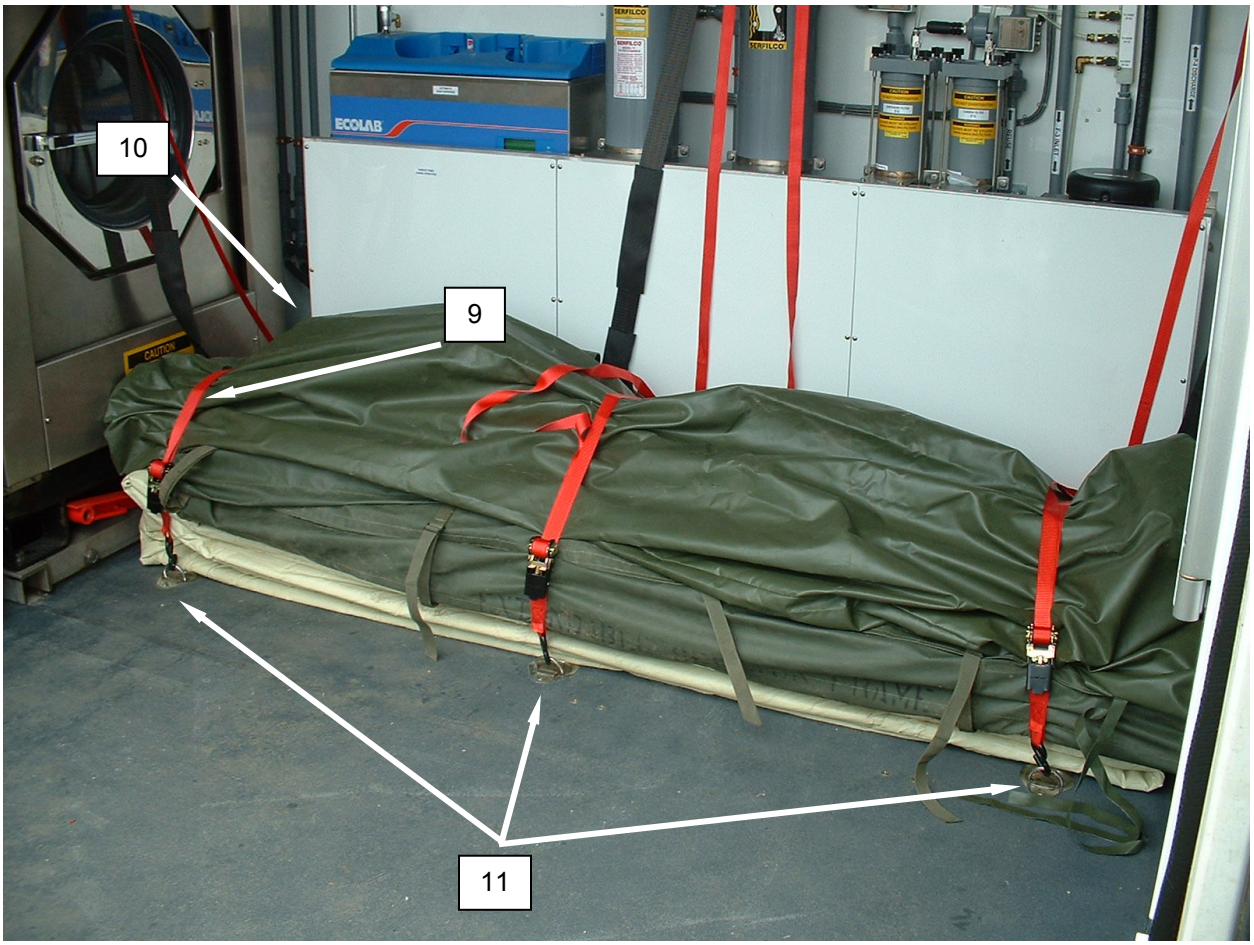

Figure 9. Securing the Straps for Minimum Packout.
13. Place the remaining TEMPER frame section bag (purlins) **(Figure 9, Item 10)** atop the larger frame section bag, extending into the lint compartment of dryer No. 1.
14. Wrap the three 1-inch straps **(Figure 9, Item 6)** over the packed TEMPER components and attach to the center D-rings **(Figure 9, Item 11)**. Tighten straps so there is no movement of the packed TEMPER components. Straps may require retightening as the packed floor sections compress.